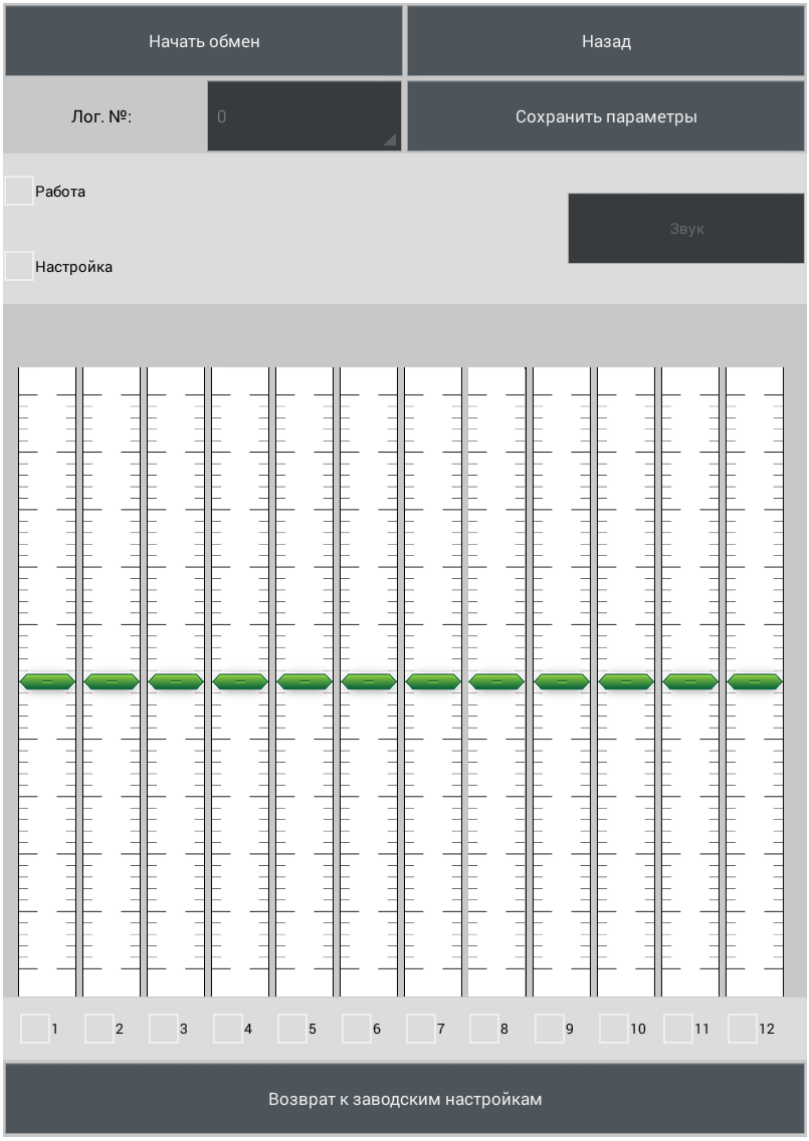

Рисунок 2.18
6) Откроется рабочее окно программы (рисунок 2.18).